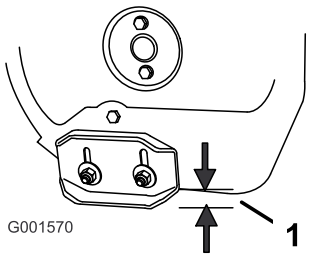

Figur 42
2. Løsn de møtrikker, der fastgør begge glidere til sneglens sider, indtil gliderne let kan glide op og ned (Figur 42).